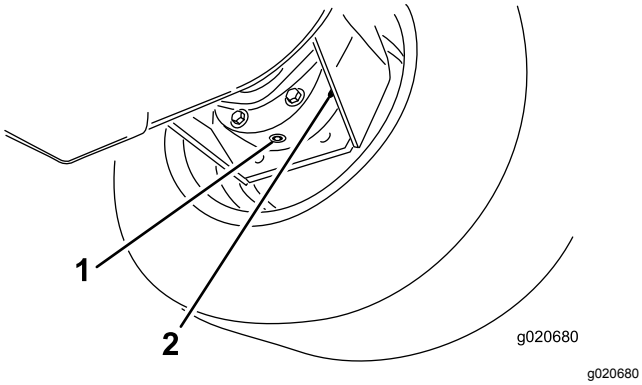

Figur 68
3. Placera ett kärl under bromshuset, ta bort pluggen och låt oljan rinna ned i kärlet (Figur 68).